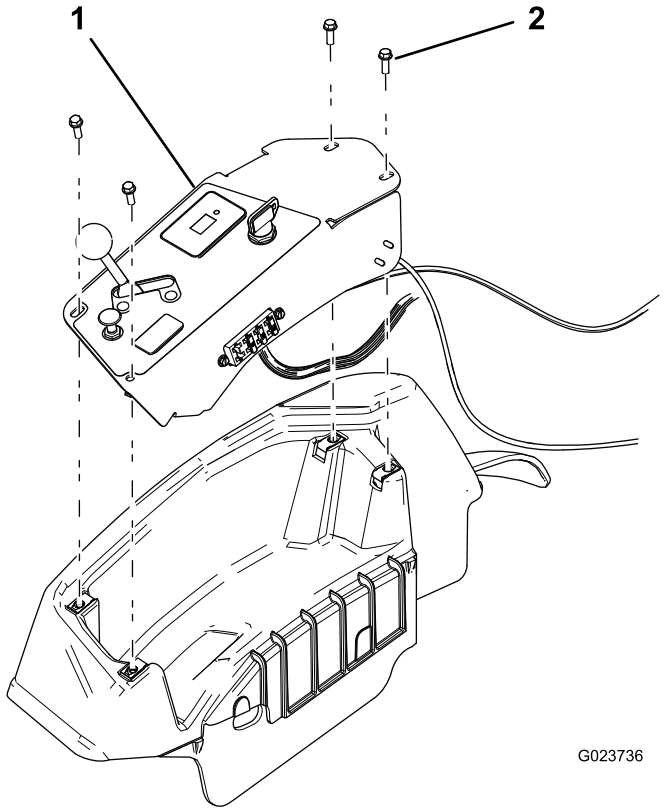

Figur 33
1. Ta bort kontrollpanelen (Figur 33).